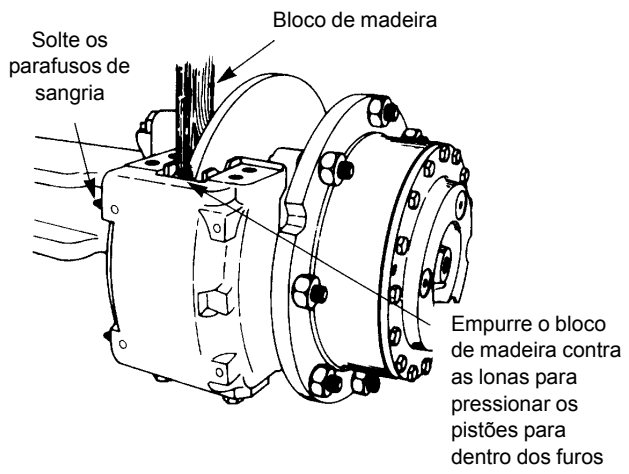

FIGURA 8-13
4. Use um pedaço de madeira apoiado nas lonas como uma alavanca para empurrar os pistões completamente para dentro da carcaça. Aperte os parafusos de sangria Figura 8-13.